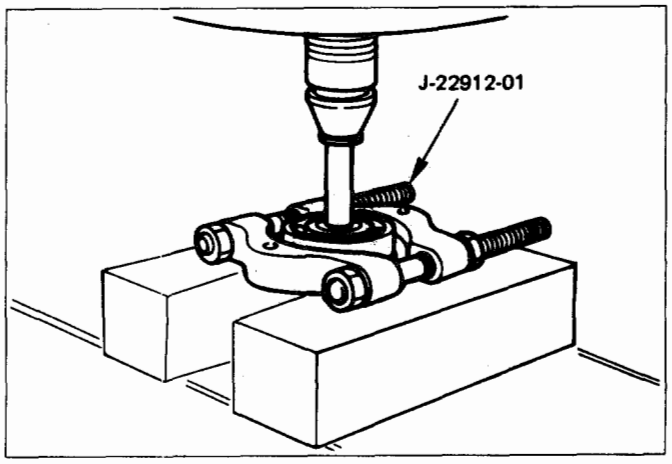

Fig. 7D-49
- Use a bench press and the bearing remover to remove the ball bearing (Fig. 7D-49).